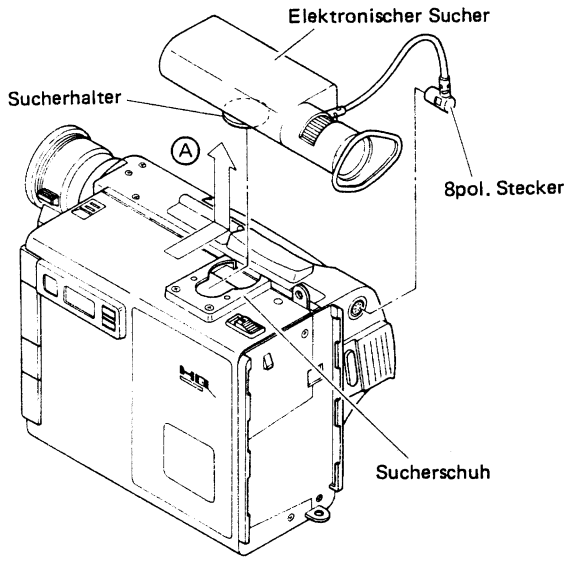

Abb. 1-1-1
1. Unter Bezugnahme auf Abb. 1-1-1 den 8pol. Stecker abziehen. Unter leichter Druckausübung nach oben den Sucher zur Abnahme in Pfeilrichtung Ⓐ ziehen.